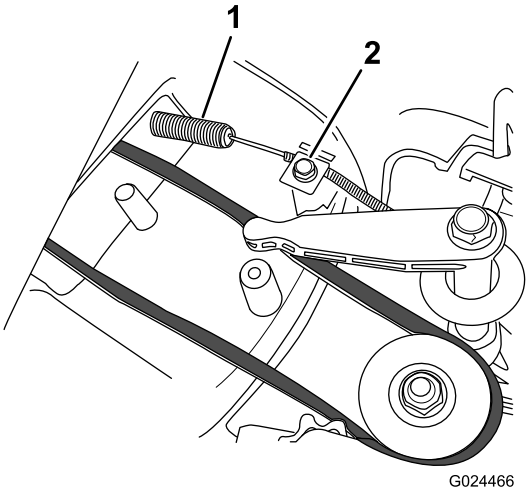

Figuur 32
2. Monteer de nieuwe kabel van de mesrem, maar draai de kabelklem bovenaan de maaikast niet vast (Figuur 32).